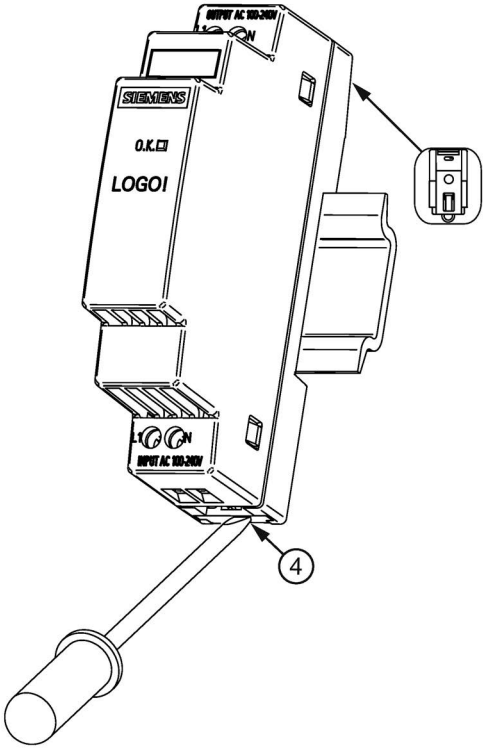

图 3-5 安装/拆卸
拆卸时利用螺丝刀拨开滑块 ④，将设备从凹顶导轨的下边缘松开（参见 图 3-5 安装/拆卸 (页 44)）。接着可以将设备从凹顶导轨的上边缘取下。